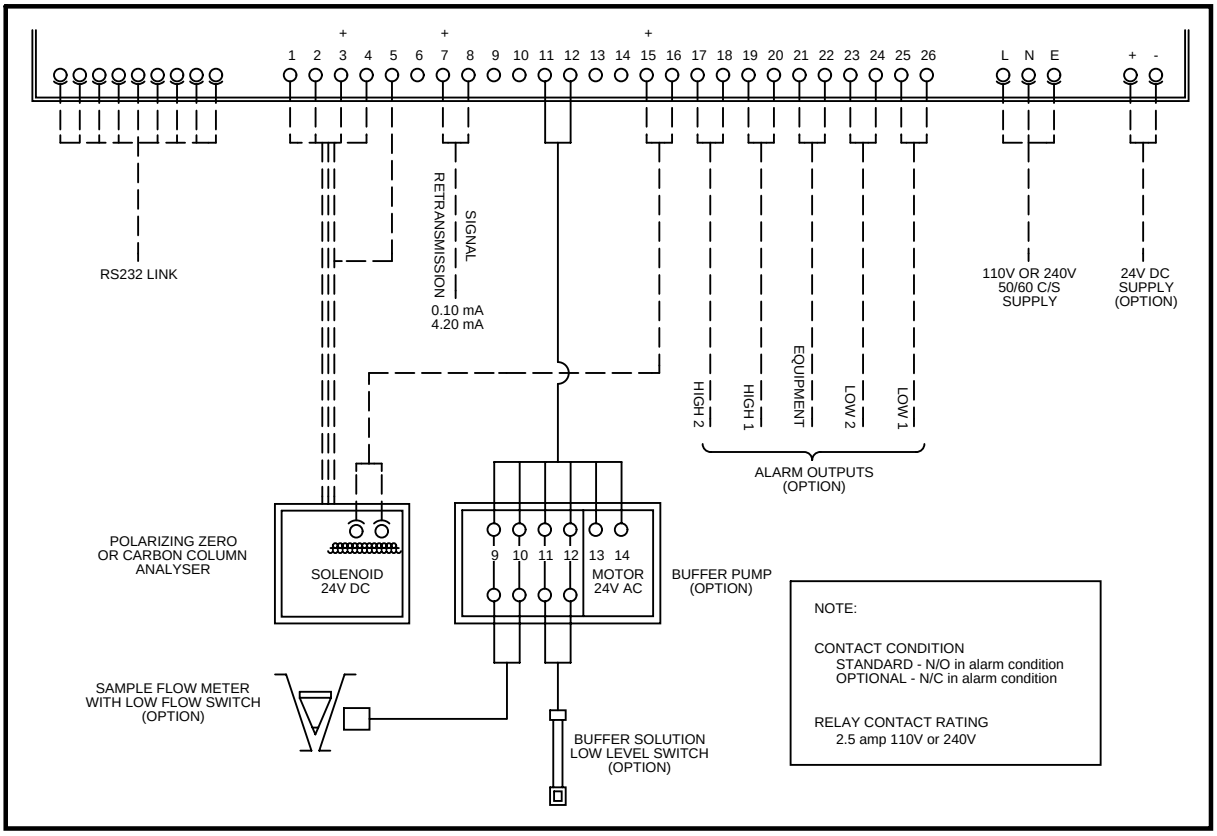

Fig. 6A.1 Drilling Diagrams
1.1 Detailed Description (Figs 6A.1 and 6A.2)
2.3 Electrical Connection (Fig 6A.2)